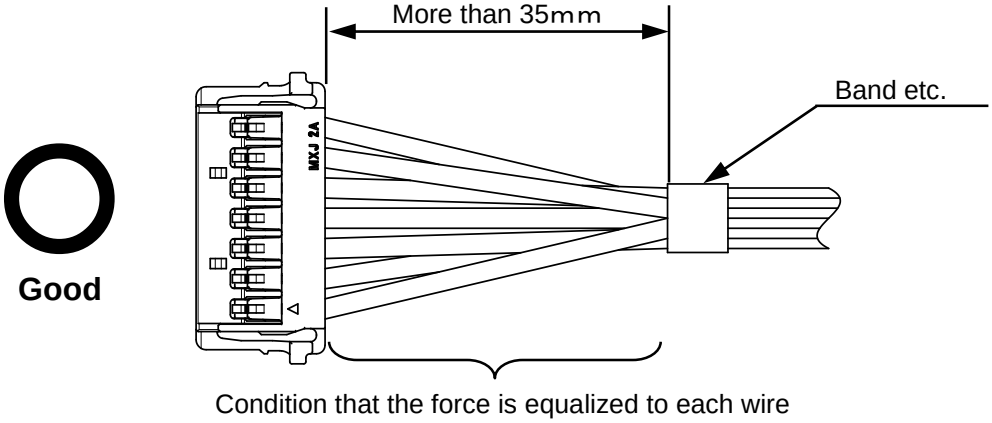

Fig.7-1 Condition that harness is banding properly
① Please band the wires at more than 35mm length from connector and equalize the force to each wires（**Fig.7-1**）